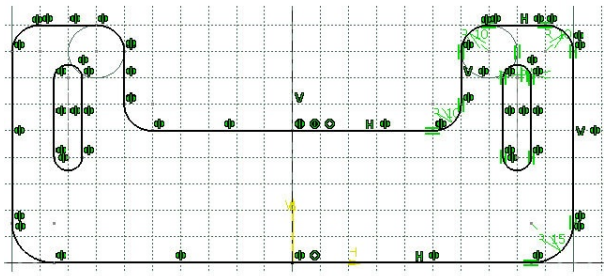

Figure 3-71 *The sketch after mirroring*
b. Mirror the sketch along the vertical axis of origin, refer to Figure 3-71.
3. Select the vertical axis; the sketch is mirrored to the other side of the selected axis, as shown in Figure 3-71.